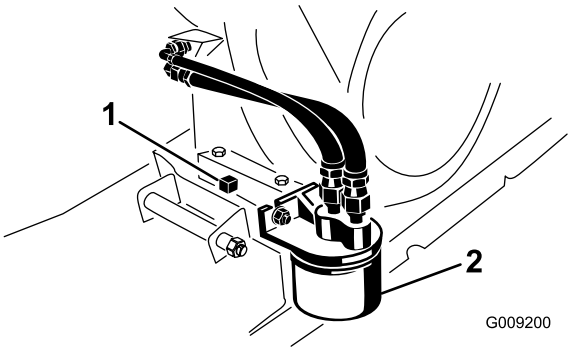

Figura 32
6. Togliete il tappo di spurgo e la guarnizione(Figura 32).
2. Togliete il vecchio filtro dell'olio (Figura 32).
4. Inserite il nuovo filtro sul relativo adattatore in modo che la guarnizione sia a contatto con la piastra di appoggio, quindi serrate il filtro di un altro 1/2 o 3/4 di giro (Figura 32).